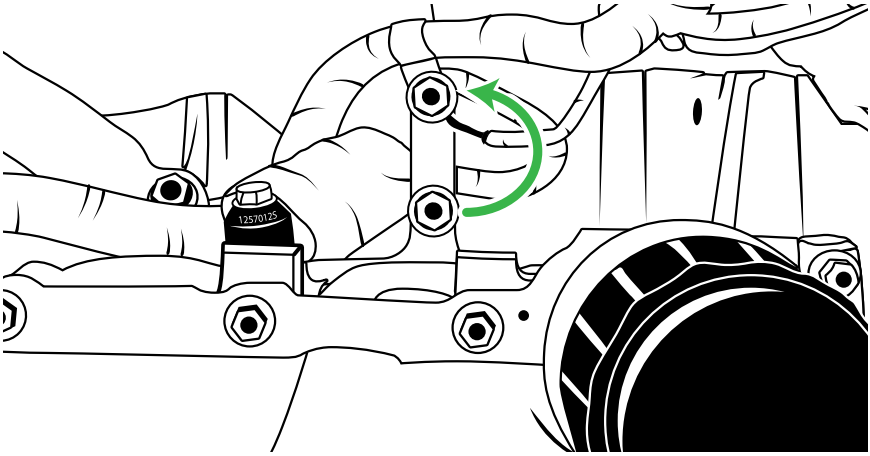

Figure 6 - Relocated Knock Sensor & Bracket
b. Reorient the knock sensor as shown in **Figure 6**.
e. Relocate the bracket to the screw hole directly above it, where the ground strap is secured, shown in **Figure 6**.